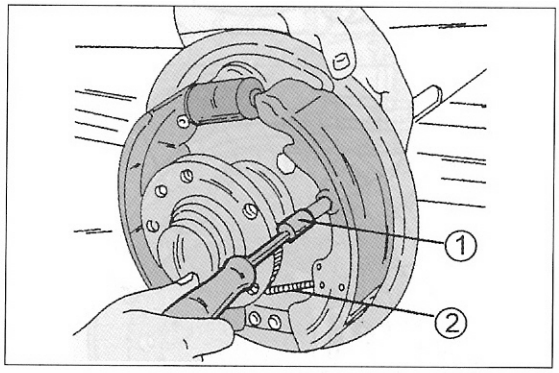

Bild 303
- Bremsbacken unten in das Widerlager heben und die Backen an der Bremsträgerplatte befestigen. Dazu die Ankerstifte von der Rückseite einsetzen und vorn die Feder und den Federsitz aufsetzen. Den Ankerstift von hinten gegenhalten, den Federsitz mit einer Zange erfassen und über den Stift drücken. Wenn der Stift durch die Öffnung durchkommt, den Federsitz verdrehen, bis er mit dem Stift gesperrt ist. Zu dieser Arbeit gibt es ein spezielles Werkzeug, welches man in der in Bild 303 gezeigten Weise ansetzt und danach verdreht.